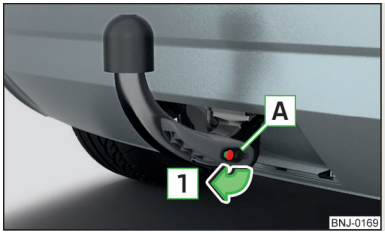

Fig. 123
- › Extraiga la tapa A de la cerradura en el sentido de la flecha 1 » fig. 123.